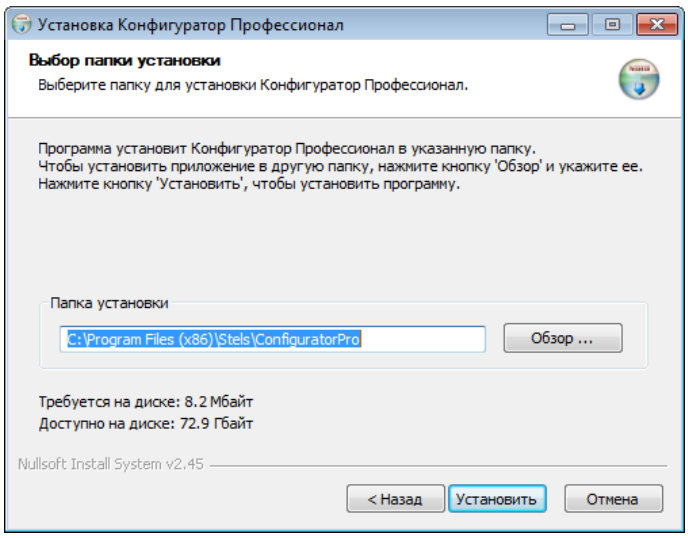

Рисунок 5.3 – Окно Выбор папки установки
5. В следующем окне укажите папку установки и нажмите кнопку Установить (см. рисунок 5.3).